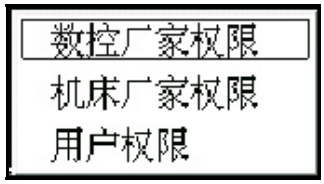

图 7.7.1 选择修改参数的权限
(1) 在参数功能子菜单(图 9.0.1)下按 **F3** 键，弹出如图 7.7.1 所示的菜单；